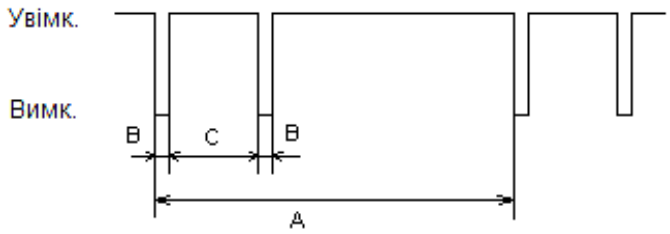

Рисунок 6 – мигання індикатора згасаннями
- мигає подвійними згасаннями з інтервалом А = 1 с; В = 0,1 с; С – 0,3 с (дивись рисунок 6).